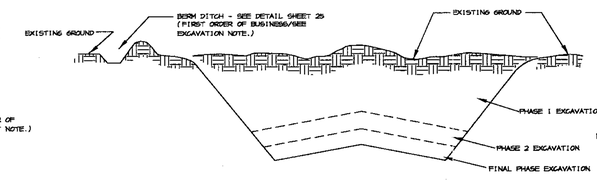

FIGURE 4 - INCREMENTAL STABILZATION - CUT
2. CONSTRUCTION SEQUENCE: REFER TO FIGURE 4 (BELOW)